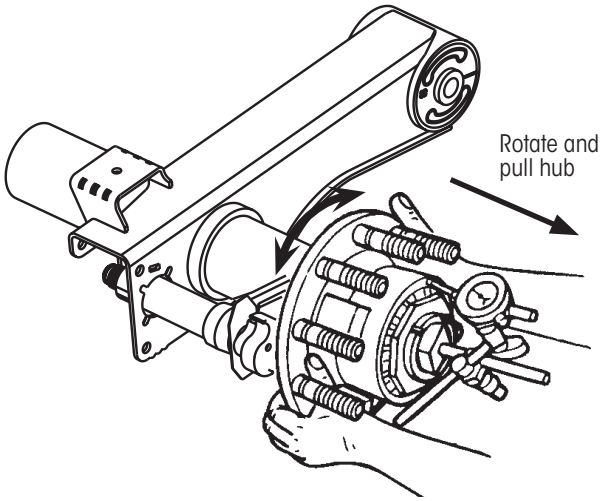

Figure 6: Checking outward end-play
9. While still **grasp**ing hub (Figure 6), **pull** hub outward **while rotating** hub slightly in both directions (15 - 30° between two holes) until dial indicator reading remains constant. **Record** reading.